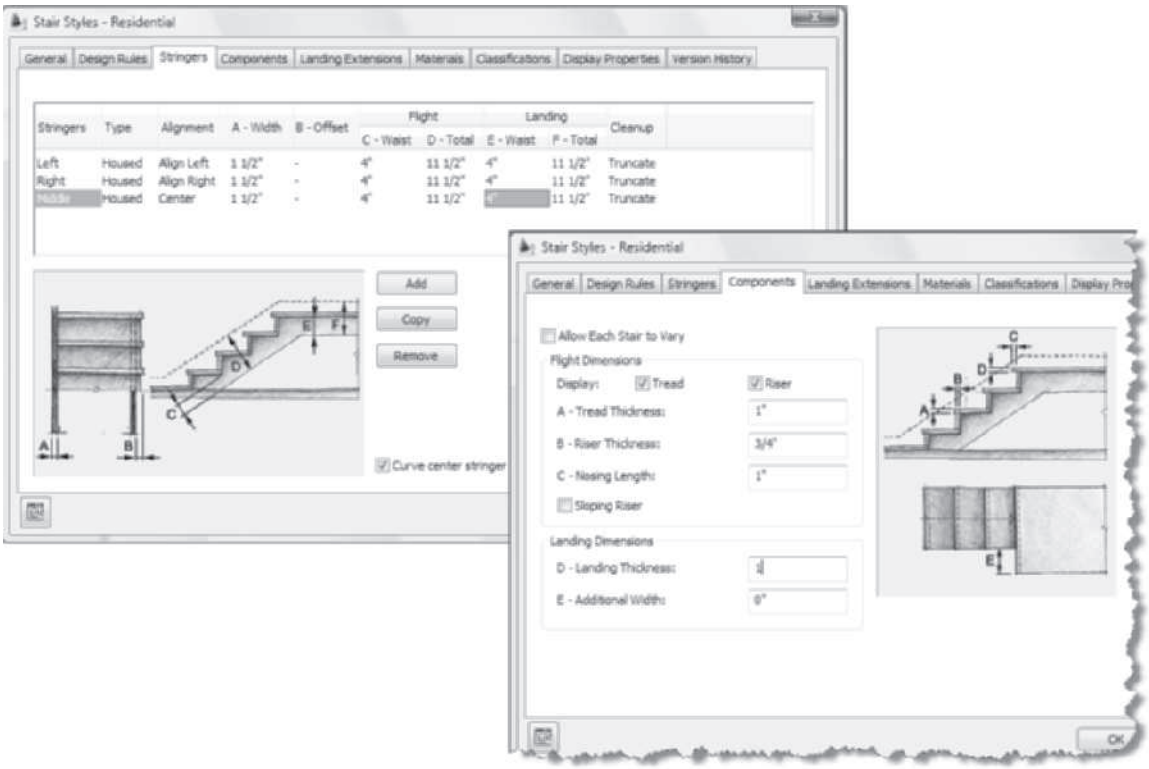

FIGURE 9.39 *Components and Stringers tabs of the Stair Styles – Residential dialog box*
6. Refer to Figure 9.39 and select the **Stringers** tab, then edit as follows: click the **Add** button, select the **Unnamed** stringer in the **Stringers** column, and overtype **Left** to name the new stringer. Click in the **Type** column and choose **Housed**. Click in the **Alignment** column of the new stringer and select **Align Left** from the drop-down list. Click the **Add** button, select the **Unnamed** stringer in the **Stringers** column, and overtype **Right** to name the new stringer. Click in the **Type** column and choose **Housed**. Click in the **Alignment** column of the new stringer and select **Align Right** from the drop-down list. Select the **Add** button, select the **Unnamed** stringer in the **Stringers** column and overtype **Middle** to name the new stringer. Click in the **Type** column and choose **Housed**. Click in the **Alignment** column of the new stringer and select **Center** from the drop-down list. Edit A-Width = **1 1/2"** **[38]**, C-Waist = **4"** **[100]**, and E-Waist = 4" [100] for all stringers.
7. Refer to Figure 9.39 and select the **Components** tab, then edit as follows: verify that the **Allow Each Stair to Vary** checkbox is clear and that the **Display Tread** and **Riser** checkboxes are checked. Set A-Tread Thickness = **1"** **[25]**, B-Riser Thickness = **3/4"** **[19]**, and C-Nosing Length = **1"** **[25]**. Clear the **Sloping Riser** checkbox and set D-Landing Thickness = **1"** **[25]** and E-Additional Width = **0**.